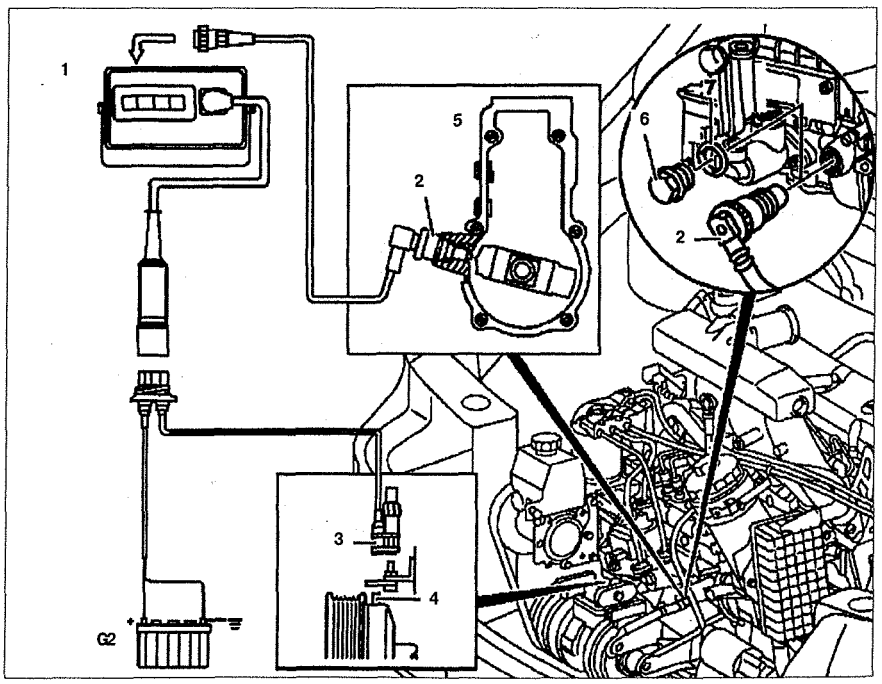

Рис. 4.75. Проверка начала впрыска без адаптера для инфракрасного дистанционного управления:
1. Открутите пробку **6** на регулировочном болте ТНВД (см.рис.4.75, 4.76).